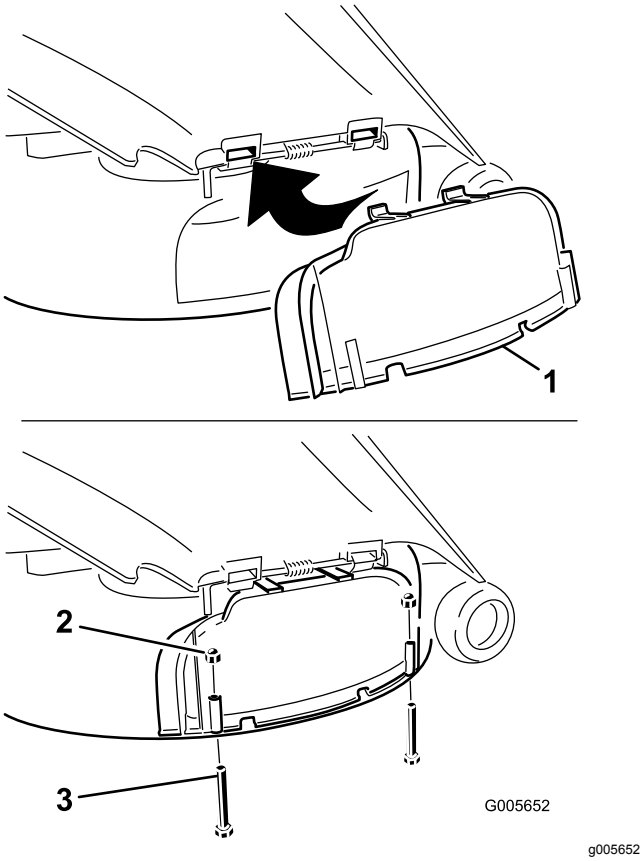

Figur 25
5. Drej tømningsdækslet ned mod åbningen og mod plæneklipperens nederste kant (Figur 25).
6. Fastgør udblæsningsdækslet til plæneklipperens nederste kant med to bolte (¼ x 2½ tomme) og to hættemøtrikker (¼ tomme) som vist i Figur 25.